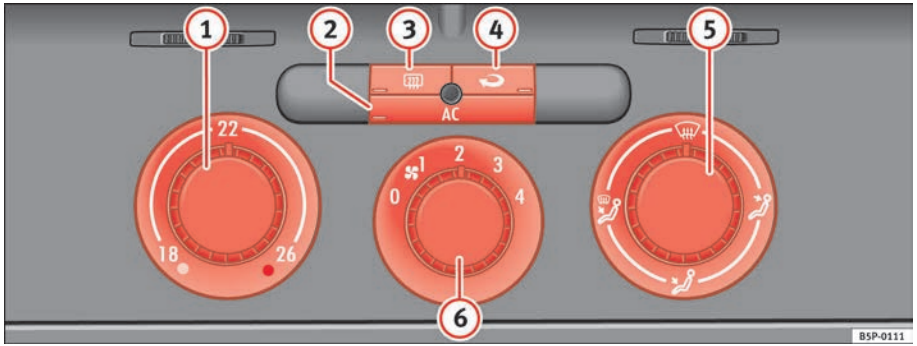

Fig. 127 On the dash panel: Climatic controls
– Using the controls ⇒ fig. 127 (1) and (5) and the control (6) you can set the temperature, air distribution and the turbine speed.
– To switch a function on or off, press the appropriate button (2), (3) or (4). When the function is activated, the display window in the lower corner of the button is lit.
(1) Temperature selector ⇒ page 153
(2) Button AC – Heating, ventilation and air-conditioning system on/off ⇒ page 153
(3) Button – Rear window heating. The heating will be switched off automatically approximately *20 minutes* after switching on. It can also be switched off beforehand by pushing the button.
(4) Button – Air recirculation mode ⇒ page 154
(5) Air distribution control ⇒ page 153
(6) Blower switch. There are four speed settings for the air flow. The air flow should always be set at the lowest speed when driving slowly.
– Switch on the air conditioning using the button ⇒ page 152, fig. 127 AC.